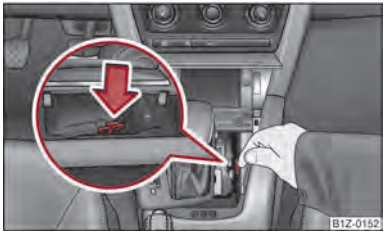

Fig. 109 Selector lever-emergency unlocking
– Use a finger to press the yellow plastic part in direction of arrow ⇒ fig. 109.